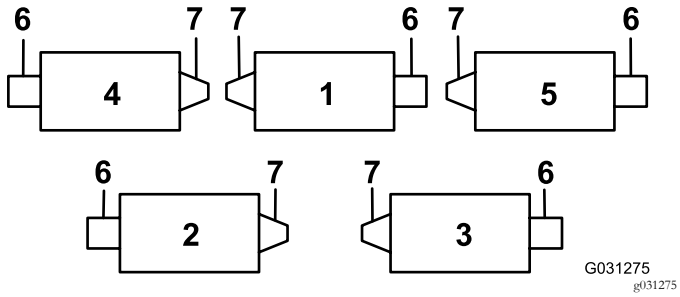
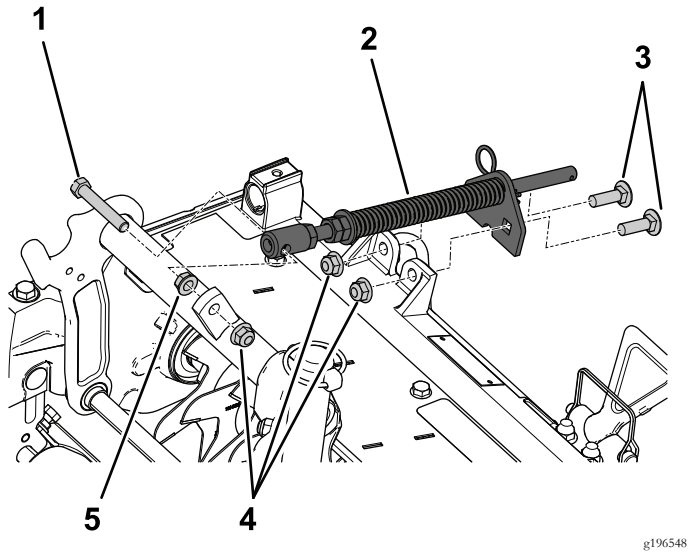

Figur 5
Figur 8
Smørenippelen må monteres på spolemotorsiden av vertikalkutteren. Bruk følgende diagram for å finne ut retningen til hver spolemotor (Figur 5).
3. For plasseringene til vertikalkutter 2 og vertikalkutter 4 (Figur 5) flytter du motvekten til motsatt side av klippeenheten.
Monter dekkekompenseringsfjærenheten på den samme side som spolemotoren (Figur 5 og Figur 8).